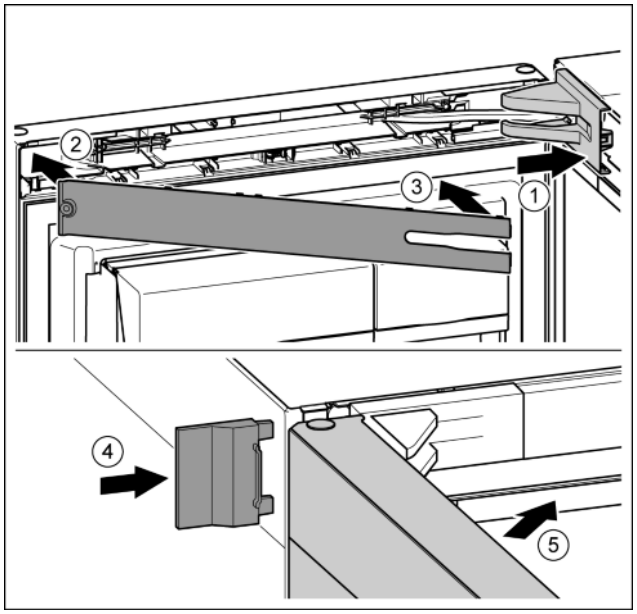

Fig. 41
▶ Kryt nasaďte a zaklesněte, příp. opatrně odtlačte. *Fig. 41 (1)*
▶ Nasaďte kryt. *Fig. 41 (2)*
▶ Kryt vykývněte dovnitř a zaklesněte. *Fig. 41 (3)*
▶ Vnější kryt nasuňte. *Fig. 41 (4)*
▶ Zavřete horní dveře. *Fig. 41 (5)*